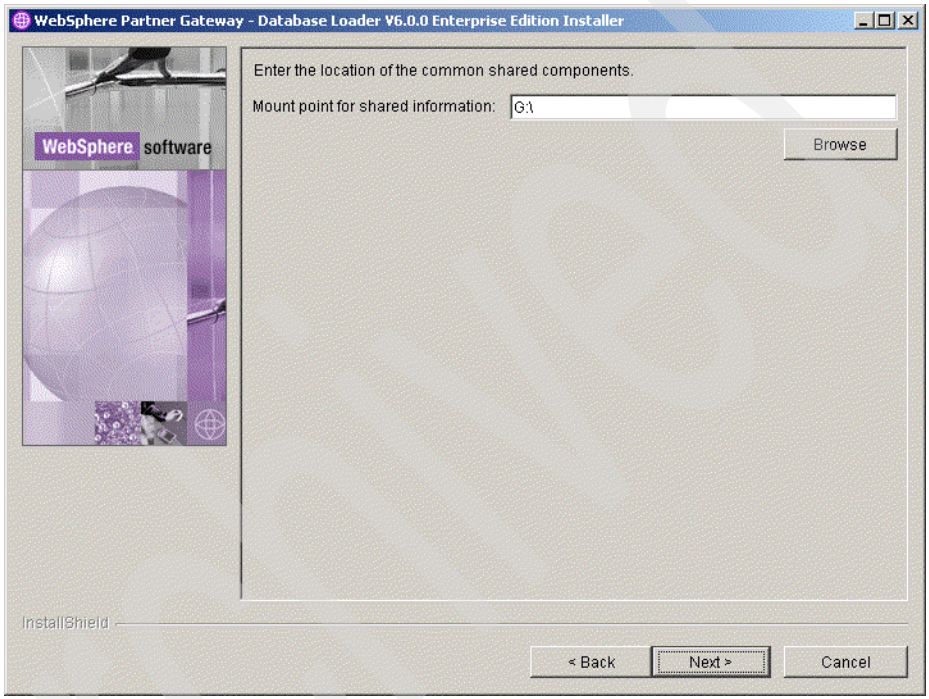

Figure 5-25 Mount point for common data
10. In the next window (Figure 5-25 on page 84), provide the name of the location where the common data is stored. Common data is the data exchanged between the three different runtime components of the server. In an environment with multiple servers, this should be the name of the mount point on these servers. Assume that each of the three server components runs on a dedicated machine, and a network share must exist that allows the server components to pass information to each other.
Note: The value used in Figure 5-25 implies that you will install WebSphere Partner Gateway on the drive that has been mapped as drive G: drive of the WPGV6DB machine.
Important: If you recall, from Figure 5-25 on page 84, we have mapped a drive on the DB server to this common directory.